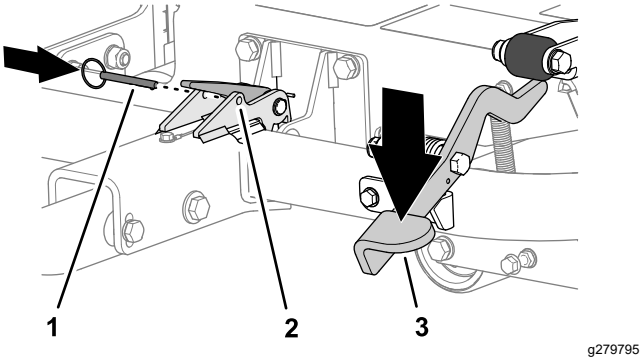

Figur 20
3. Trampa på dragkrokens pedal tills dragkroken låses på plats (Figur 20).
4. För in låspinnen genom hålen i spärren (Figur 20).